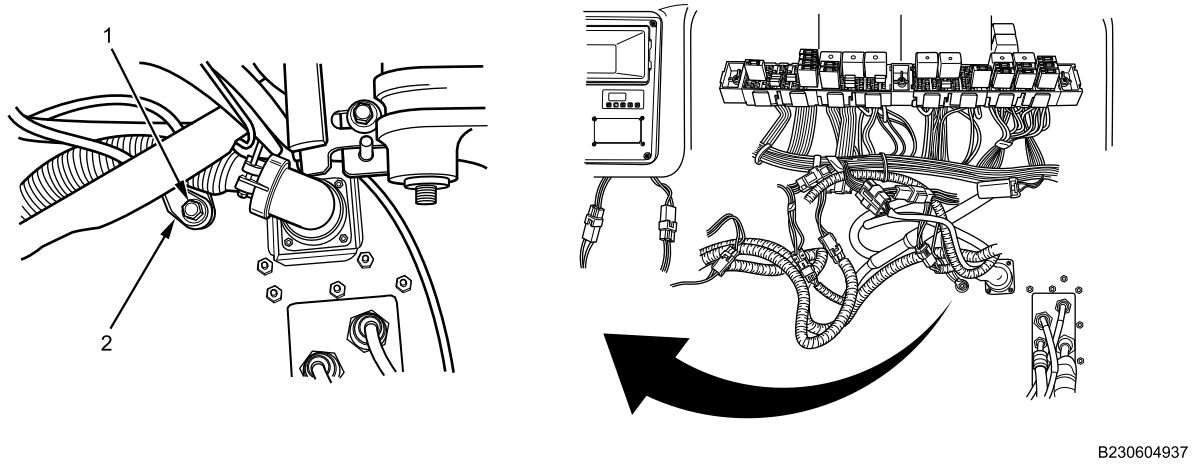

Figure 4. PDM Ground Cable Connection.
2. Install bolt (Figure 4, Item 1) securing PDM ground cable (Figure 4, Item 2). Tighten bolt securely.